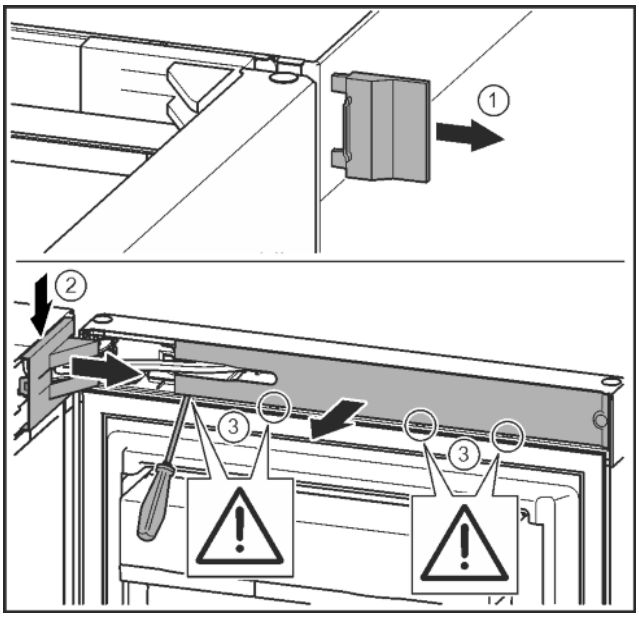

Fig. 12
▶ Äußere Abdeckung abnehmen. *Fig. 12 (1)*
▶ Lagerbockabdeckung ausrasten und lösen. Lagerbockabdeckung abnehmen. *Fig. 12 (2)*
▶ Blende mit Schlitzschraubendreher ausrasten und zur Seite schwenken. *Fig. 12 (3)*